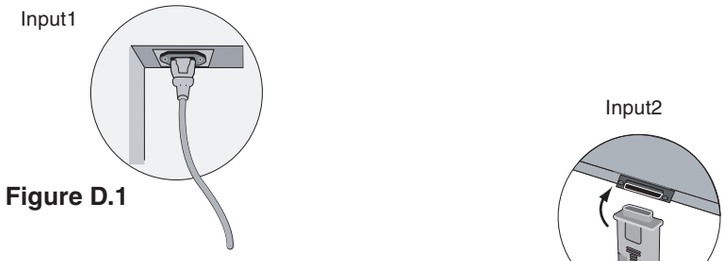

Figure D.1
4. Remove power cord cover. Connect one end of the power cord to the AC inlet on the back of the monitor and the other end to the power outlet (**Figure D.1**). Replace the power cord cover.